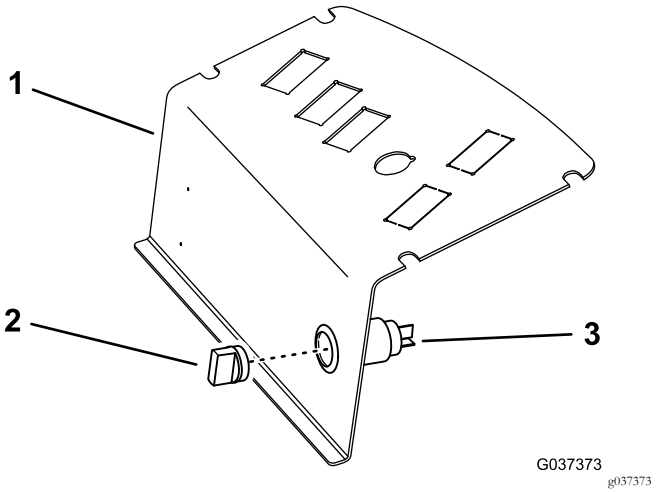

Figura 6
8. A partir do lado do banco da placa do painel de controlo, insira a tomada de corrente no furo, prenda-a com a shell exterior e insira a tampa na tomada de corrente (Figura 6).